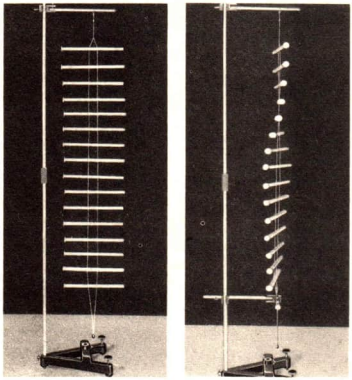

Bild 65/1 Wellengerät nach JULIUS
1. Bei einem Wellengerät nach JULIUS (Bild 65/1) beträgt die Wellenlänge 25 cm. Ein angestoßener Querstab führt 8 Schwingungen in 5 Sekunden aus. Wie groß ist die Ausbreitungsgeschwindigkeit?